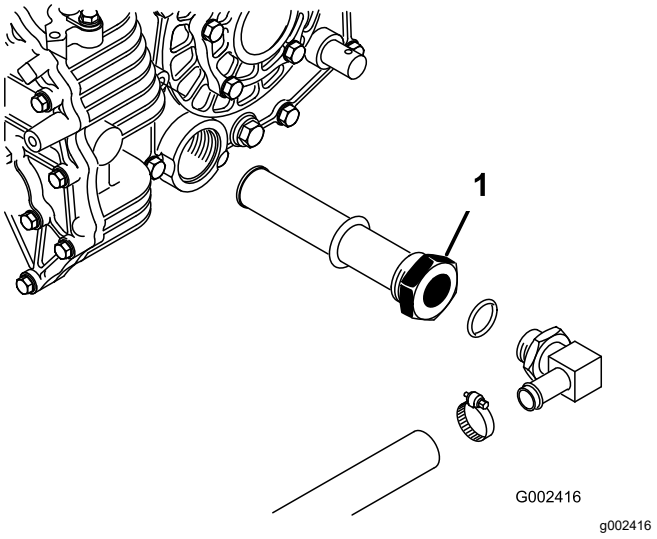

**Figura 64**
5. Observe la orientación del tubo hidráulico y del codo de 90° conectado al filtro en el lateral del depósito (Figura 64).